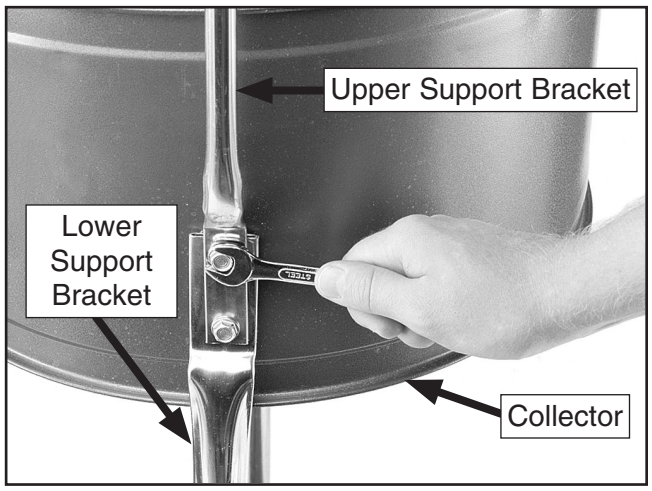

**Figure 8.** Mounting collector to brackets.
5. Secure the front lower support bracket to the collector with (2) 5⁄16"-18 x ½" flange bolts.
6. Place the upper support bracket over the lower support bracket, and secure with (2) 5⁄16"-18 x ½" flange bolts, as shown in **Figure 8.**